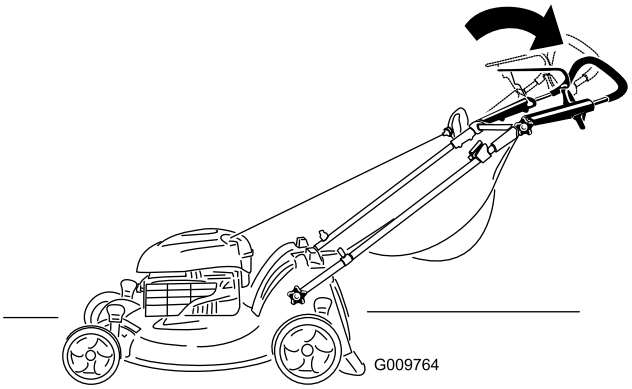

Figur 17
2. Flytta det övre handtaget till önskat läge (Figur 17).